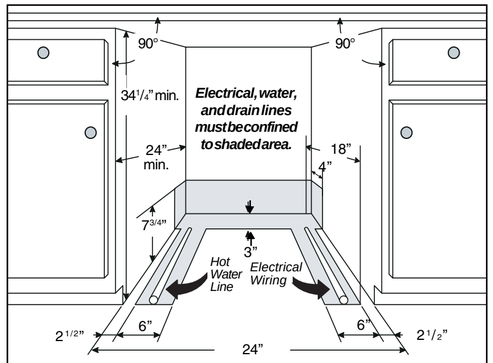

Figure 2
IMPORTANT: For proper operation and appearance of unit, cabinet opening should have dimensions as shown in Figure 2. If unit is to be placed in a corner, there must be at least a 2-inch side clearance to open door.
Electrical, water, and drain lines must be confined to shaded areas in Figure 2.
2. All connections must be made in shaded area in **Figure 2.**
3. Cut access hole in shaded area shown in **Figure 2**.
4. Cut water access hole in shaded area in **Figure 2**.
5. ***Before cutting*** drain hose access, check both sides of selected area to avoid interference. Cut a 2" diameter hole in shaded area shown in **Figure 2**.